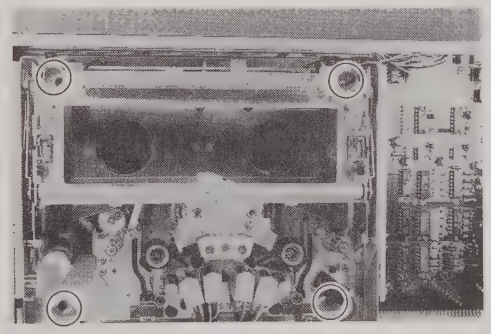

Fig. 5-7
8. Remove 4 screws, paying attention to two ground wires and two ground bands on the front of tape transport unit. (See Fig. 5-7)